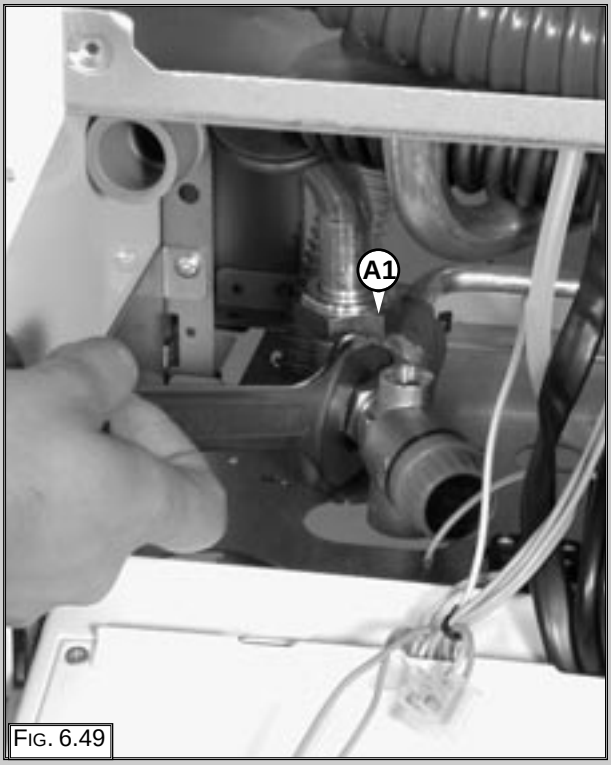

Fig. 6.49
1. Loosen union “A1” (Fig. 6.49);